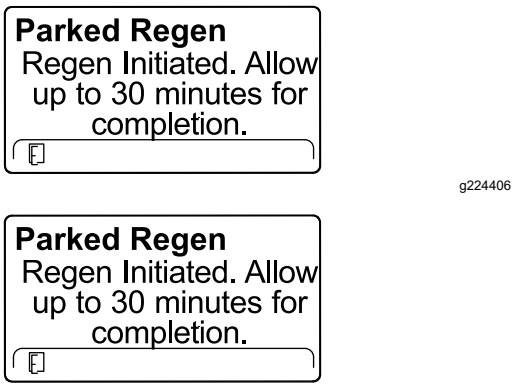

Figur 57
6. InfoCenter viser tid for å fullføre meldingen (Figur 57).